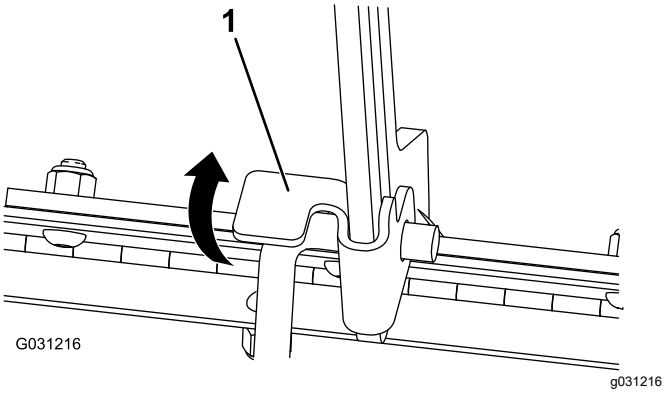

Rysunek 33
1. Unieś za uchwyt zabezpieczający podpórkę (Rysunek 33)